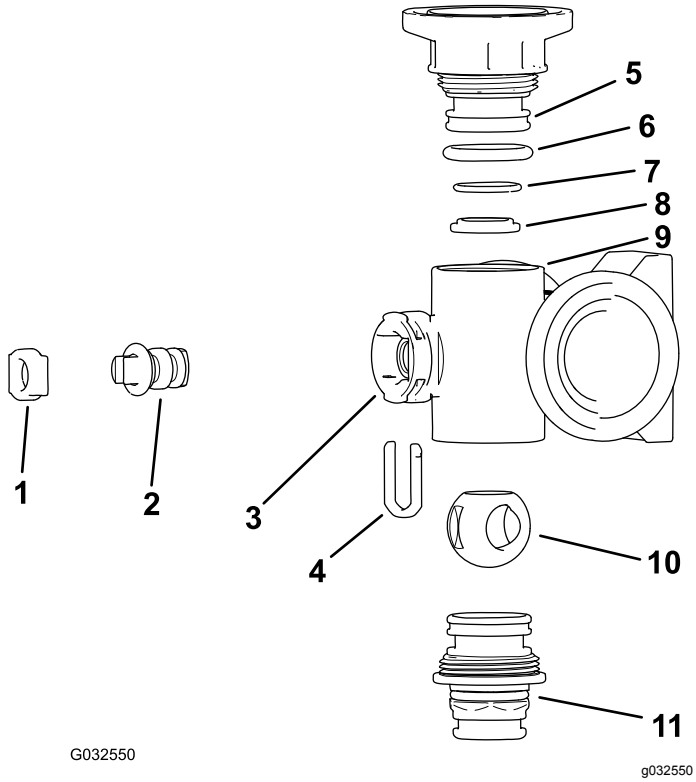
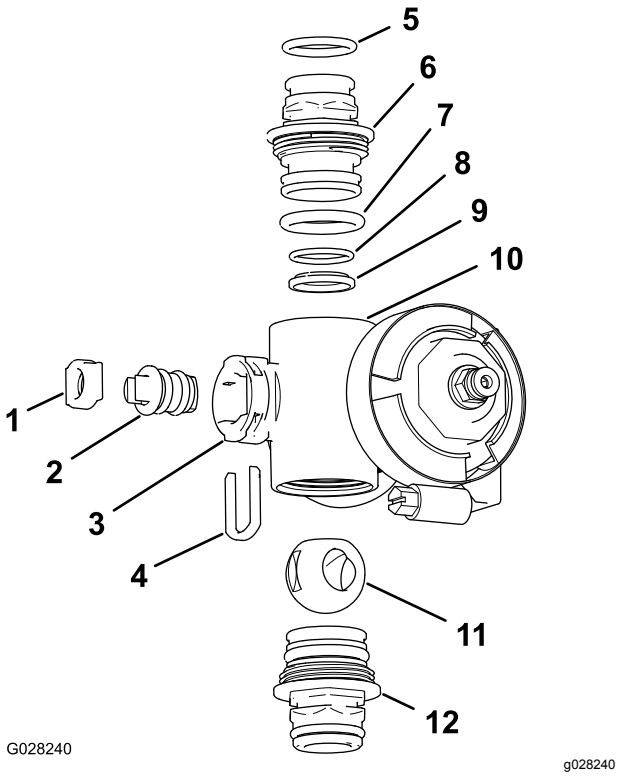

Figur 112
Figur 113
2. Fjern de 2 endedækselfittinger fra hver ende af manifoldhuset (Figur 112 og Figur 113).
4. Fjern spindelholderen fra åbningerne i spindelporten i manifolden (Figur 112 og Figur 113).
5. Fjern spindelholderen og ventilspindelsædet fra manifolden (Figur 112 og Figur 113).
6. Tag ventilspindelenheden ud af manifoldhuset (Figur 112 og Figur 113).
1. Kontroller udgangsstudsens O-ringe (kun sektionsventilmanifold), endedækslets O-ringe, kontrasædets O-ringe og kuglesædet for skader eller slitage (Figur 112 og Figur 113).
2. Smør ventilspindelen, og placer den i ventilspindelsædet (Figur 112 og Figur 113).
3. Monter ventilspindelen og sædet i manifolden, og fastgør spindelen og sædet med spindelholderen (Figur 112 og Figur 113).
4. Sørg for, at kontrasædets O-ring og kuglesædet flugter med hinanden og er placeret i endedækselfittingen (Figur 112 og Figur 113).
5. Monter endedækselfittingen på manifoldhuset, så flangen på endedækselfittingen rører manifoldhuset (Figur 112 og Figur 113), og drej derefter endedækselfittingen yderligere 1/8 til 1/4 omgang.